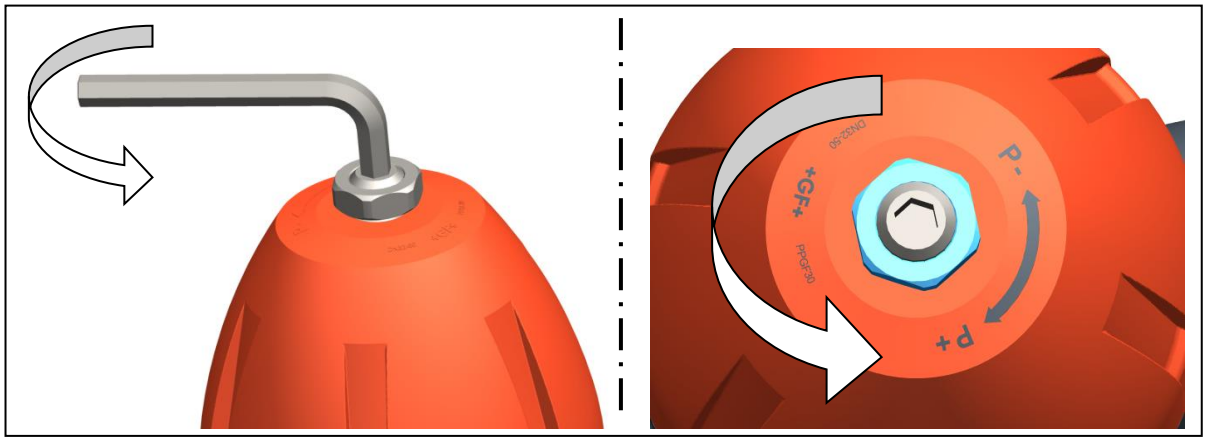

Fig. 5
- In order to decrease the set point value: Relax the spring. To do so, turn the spindle counterclockwise, see Fig. 5